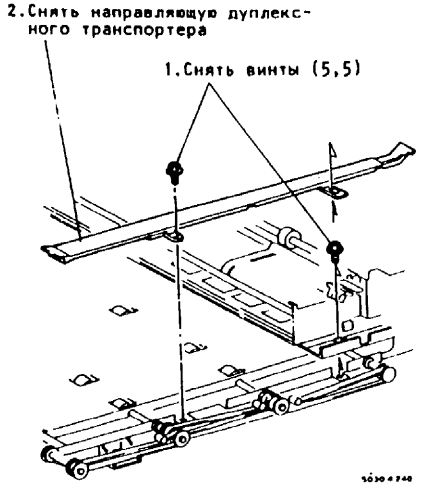
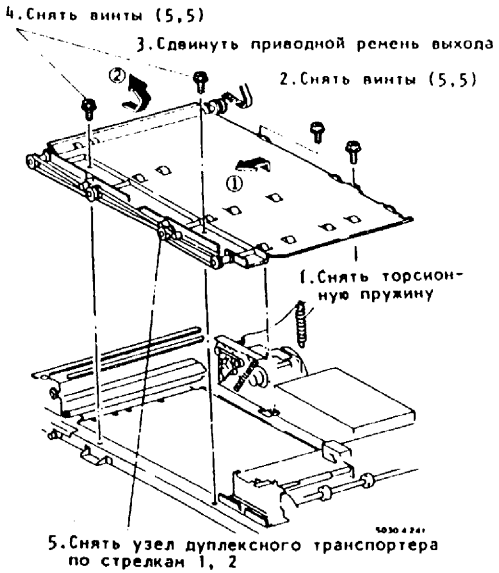

Рис.3. Снятие узла дуплексного транспортера
Рис.4. Снятие узла дуплексного транспортера
6. (Рис.3, Рис.4): Снять узел дуплексного транспортера.